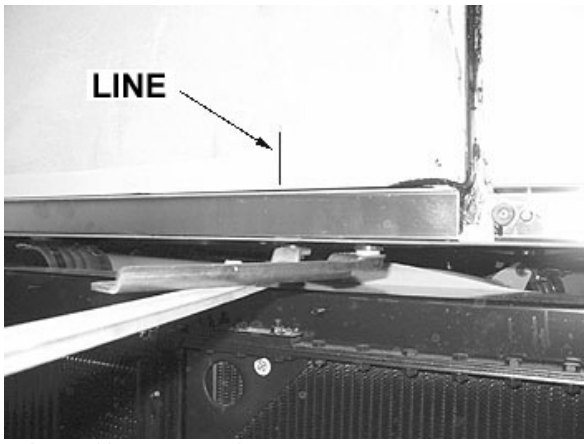
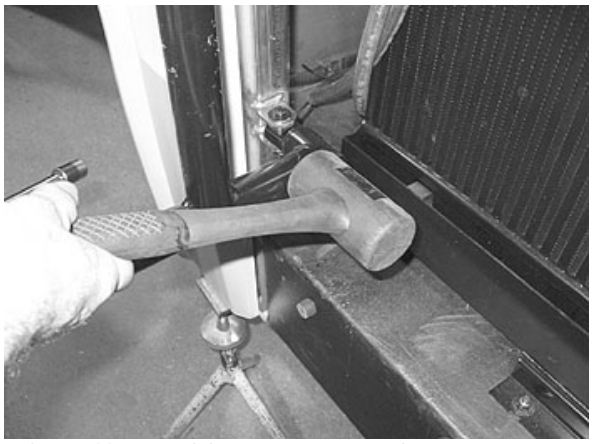

FIGURE 62: REFERENCE LINE
FIGURE 63: PANTOGRAPH ARM ADJUSTMENT
2. Using a rubber mallet, adjust the lower part of pantograph arm in order to get 4 ± 1 mm between lateral panel and engine door (Refer to Figure 62 and Figure 63).